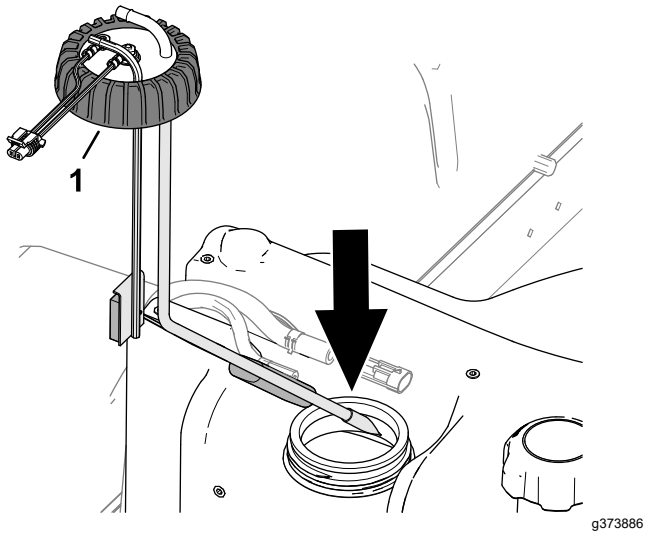

Figur 127
2. Montér forsigtigt brændstofsugeslangen, og lad den flyde ned i brændstoftanken (Figur 127).